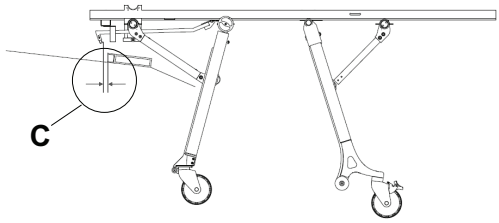

Figura 15 – Separación entre el gancho de seguridad y la placa de enganche
- La separación horizontal (C) entre el gancho de seguridad y la placa de enganche es suficiente para la descarga (Figura 15)